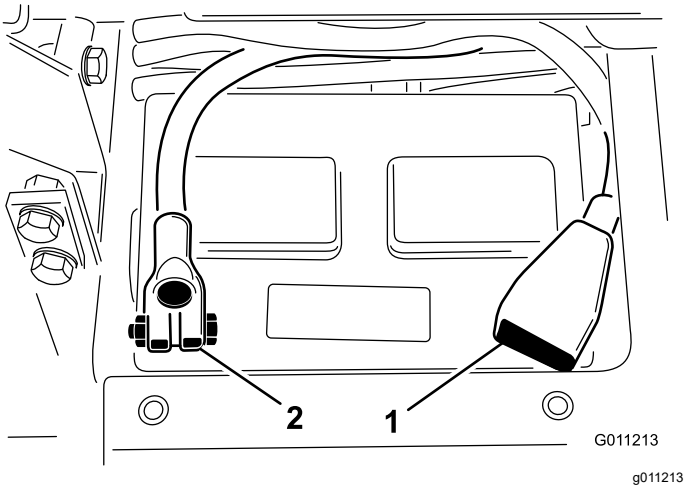

Figur 5
5. Anslut batteriets pluskabel (röd) till batteriets pluspol (+) och fäst dem med en T-skruv och en mutter (Figur 5).
6. Anslut batteriets minuskabel (svart) till batteriets minuspol (–) och fäst dem med en T-skruv och en mutter (Figur 5).